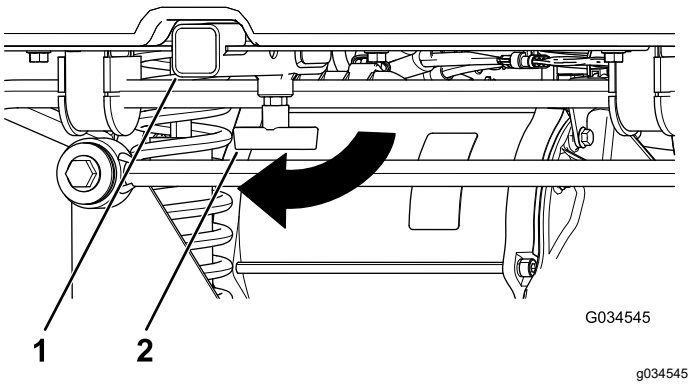

Figur 15
1. Løsne T-håndtaket ved å rotere det med klokken (Figur 15).
2. Sett tilbehøret inn i mottakeren til hullene er innrettet (Figur 15).